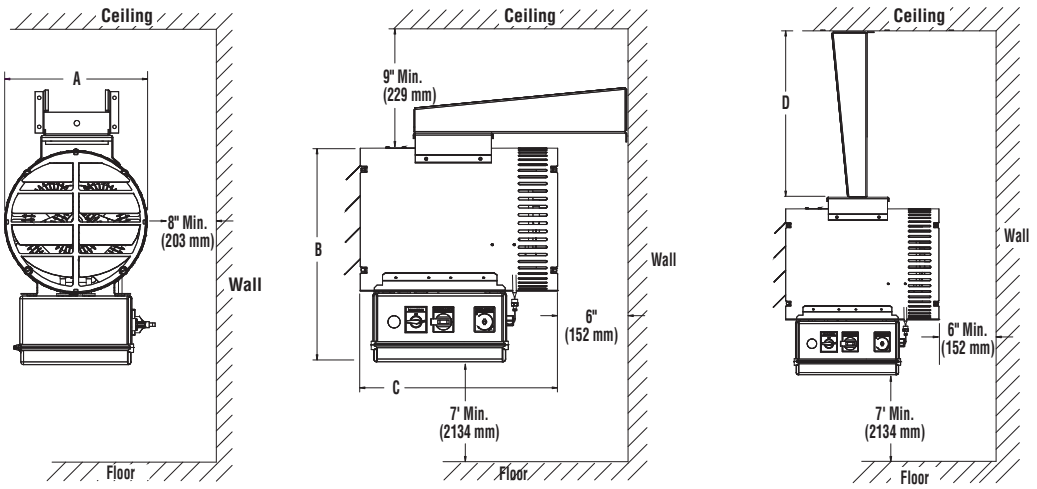

Figure 2
7. Keep at least 5' (1524 mm) clearance in front of the heater. Refer to Figure 2 for side, top and back clearance requirements.
B. For ceiling heights of 12 feet (3658 mm) or less, maximum mounting height is determined by use of the mounting bracket offered for these heaters. Minimum spacing to ceiling is 9" (229 mm). (See Figure 2.)
C. In either case the minimum mounting height is 7 feet (2134 mm) from floor to bottom of heater. (Figure 2)
2. Spacing to adjacent walls (See Figure 2).